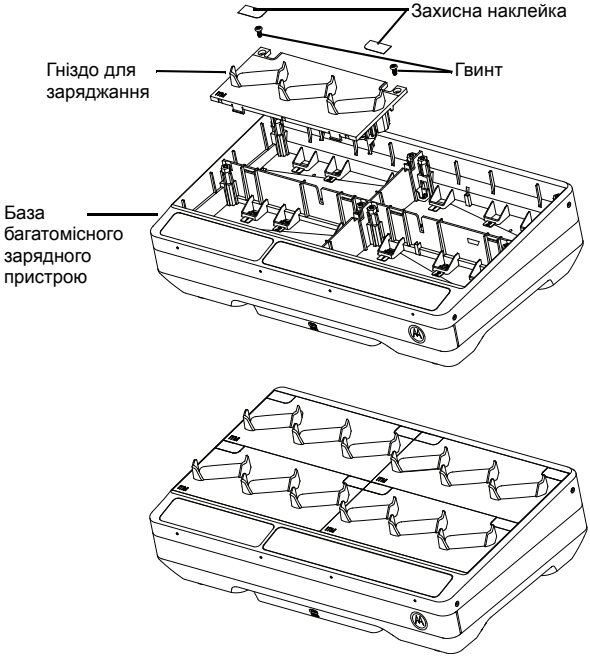

Рис. 8. Установлення й виймання гнізда для заряджання
4. Вийміть кабель гнізда для заряджання, потягнувши з'єднувальний роз'єм угору (див. Рис. 8).